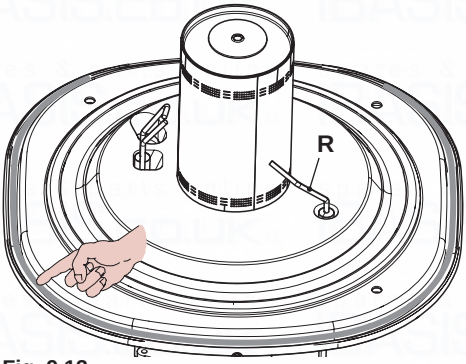
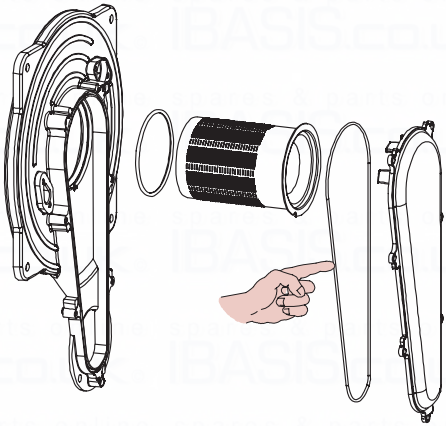

Fig. 9.13
Fig. 9.15
- The detection electrode R in Fig. 9.13 also functions as a sensor for the correct drainage of the condensate.
Caution: After any periodical servicing or disturbance the combustion chamber silicon seal Fig. 9.13 and the Air-gas duct gasket (Fig. 9.15) must be fully inspected and replaced at the discretion of the service engineer.